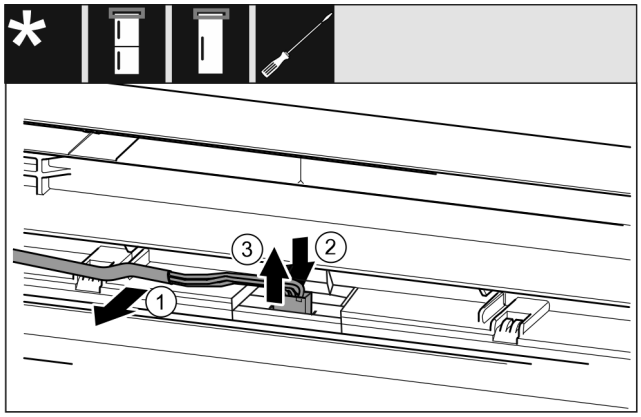

*Fig. 24 Kühl-/Gefrierkombinationen / Gefriergeräte / Kühlgeräte**
- ▶ Kabel *Fig. 24 (1)* vorsichtig aus der Führung in der Tür lösen.*
- ▶ Lasche *Fig. 24 (2)* hinter dem Stecker nach hinten drücken.*
- ▶ Stecker *Fig. 24 (3)* vorsichtig nach oben herausziehen.*